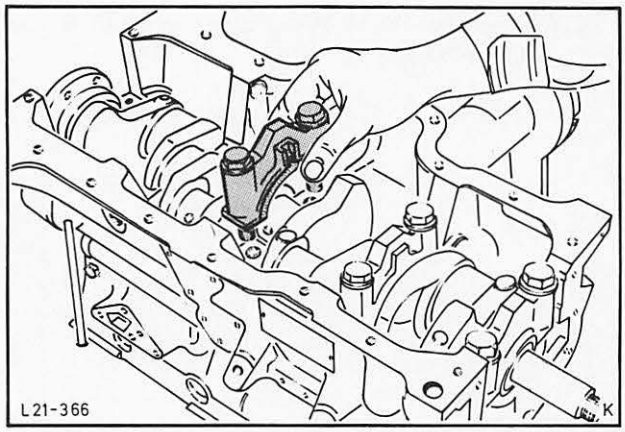

Abb. 60 Hauptlagerdeckel mit Lagerschalen aufsetzen
31. Hauptlagerdeckel komplett mit eingeölten Lagerschalen auf die Zentrierringe führen, dabei wiederum auf die richtige Lage der Anlaufhalbringe des mittleren Hauptlagerdeckels achten. (Die abgeschliffenen Flächen der gekennzeichneten Lagerdeckel müssen zur Einspritzpumpenseite zeigen, Abb. 60.)